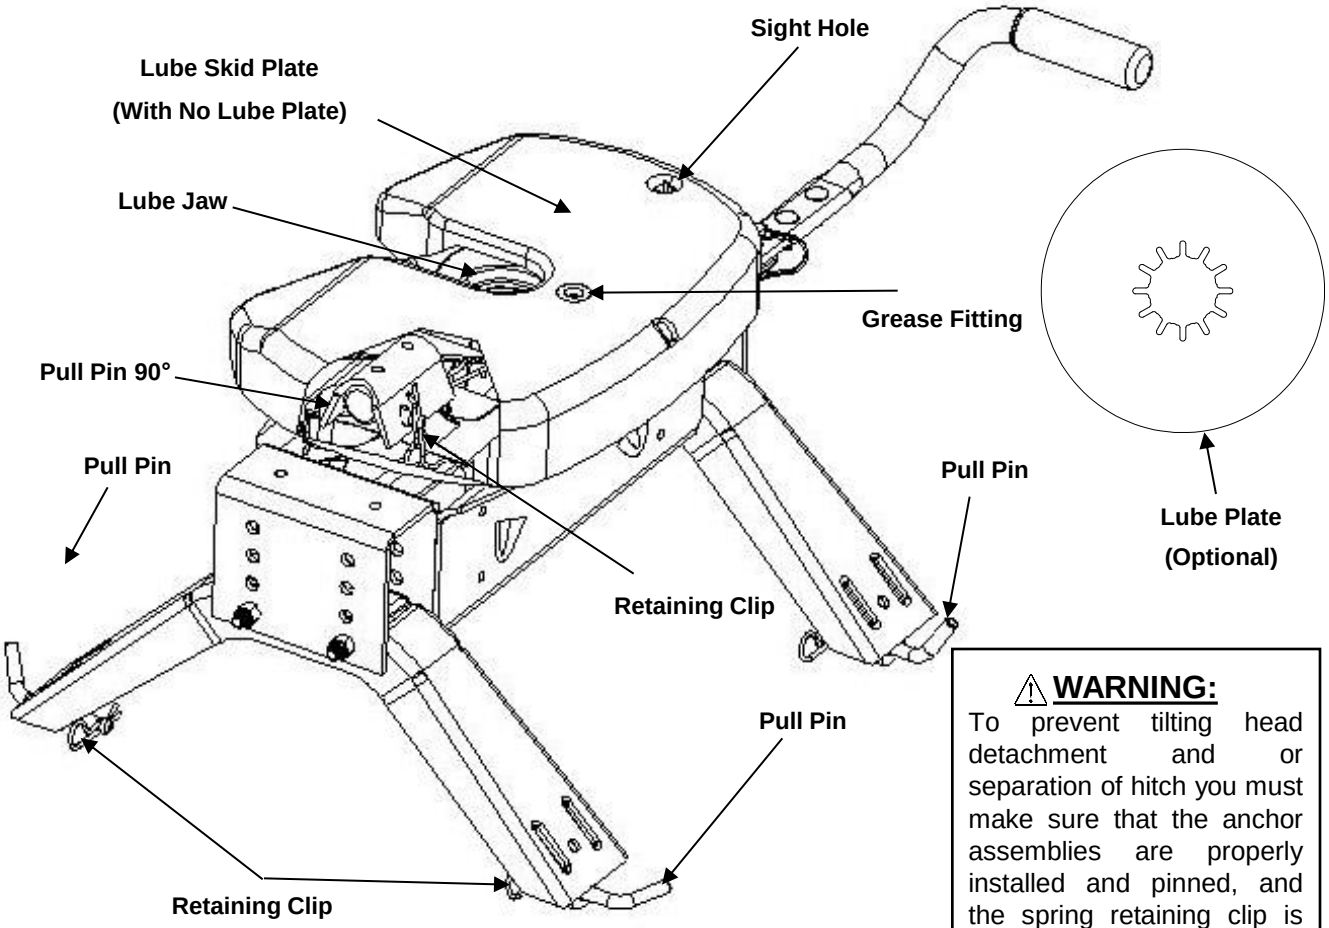

Figure 1 : Pin and Clip (Skid Plate cut away view)
4. See that all hitch pull pins (#7 (P/N 30434) & #12 (P/N 110974), Figure 11) are in place and the spring retaining clips (#4, Figure 11) are installed (Figure 1). Note that hitch pull pins used to attach the head assembly to the center section for the 5th Wheel Kit Hitch are 90 degree bent pins and if replacements are needed, please contact Customer Service at (800) 632-3290. Check that all four anchor assembly pins are pinned and have the retaining clips attached.